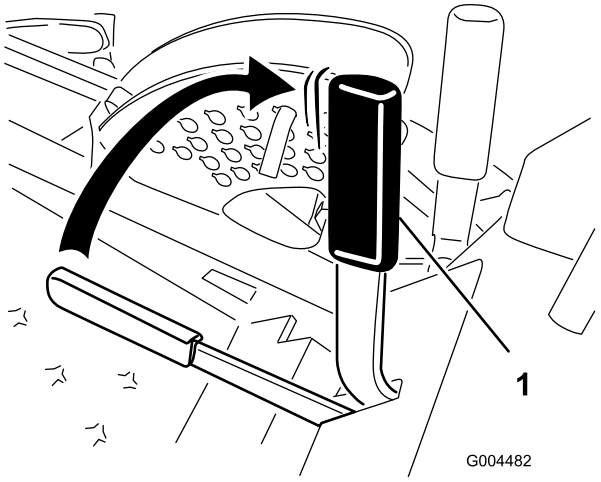

Figuur 14
2. Trek de parkeerrem naar achteren en omhoog om deze in werking te stellen (Figuur 14). De parkeerremhendel moet vast blijven staan op Ingeschakeld.
Duw de parkeerremhendel naar voren en naar beneden om de parkeerrem vrij te zetten (Figuur 14).